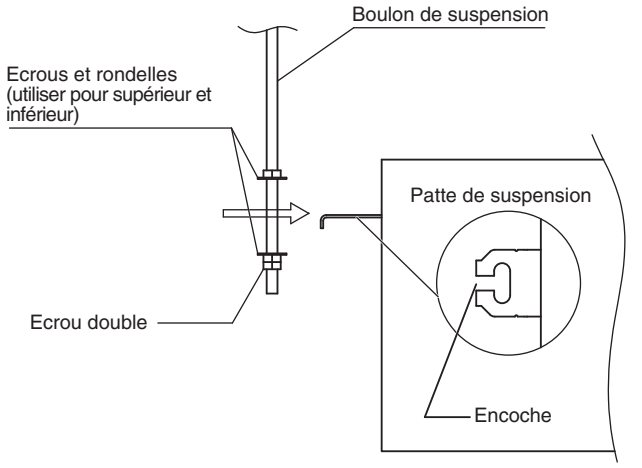

Fig. 3-5
(3) Monter les 3 écrous hexagonaux et les 2 rondelles (fourniture sur site) sur chacun des 4 boulons de suspension (Figs. 3-5 et 3-6). Utilisez 1 écrou et 1 rondelle pour la partie supérieure et 2 écrous et 1 rondelle pour la partie inférieure de sorte que l'unité ne tombe des pattes de suspension.